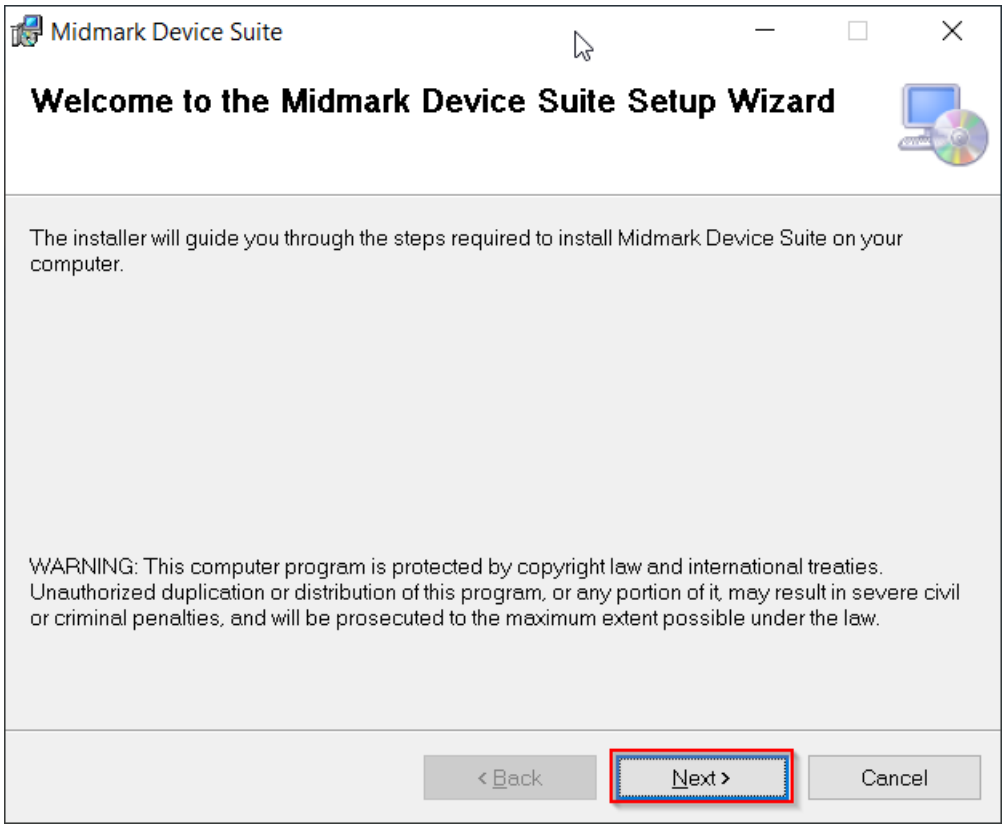

Figure 7. The Midmark Device Suite setup wizard.
- When the green bar has fully loaded, the driver installation window will automatically close out, and the setup wizard window will appear. Click on the “Next” button. See Figure 7 below.